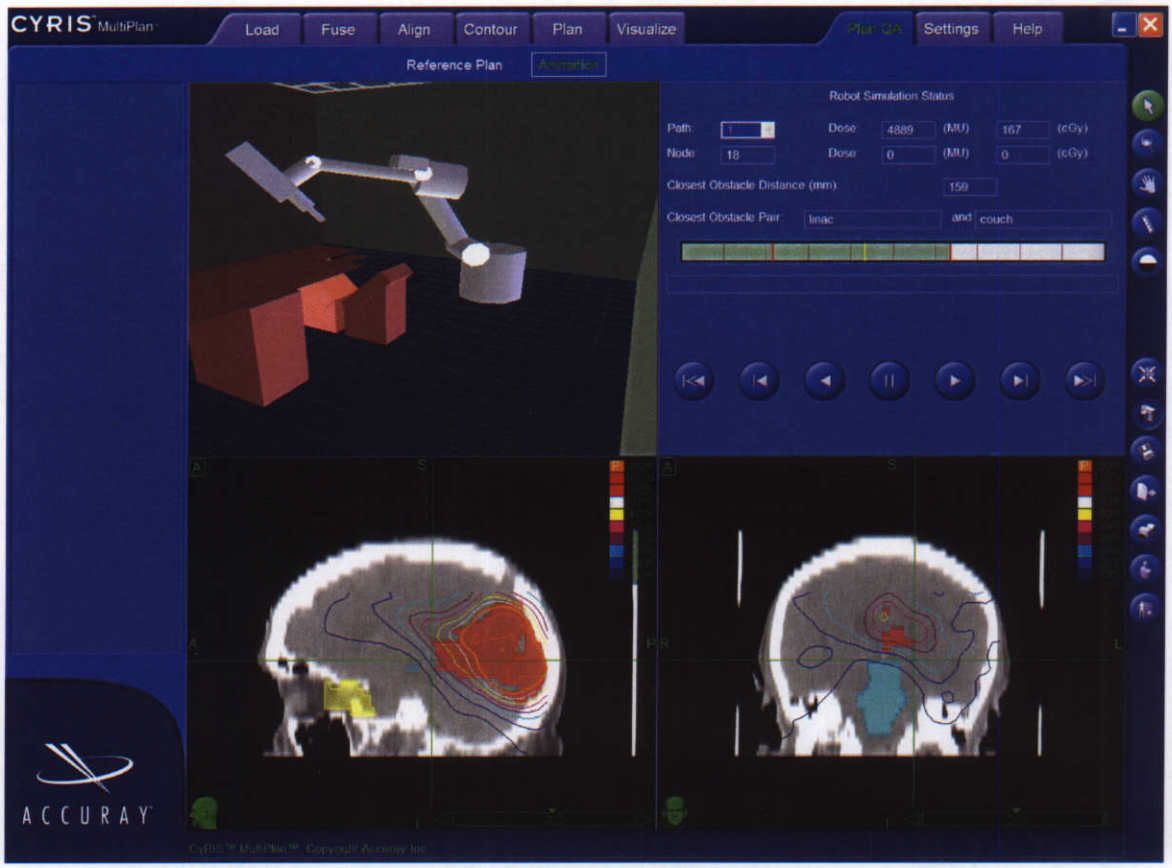

**Figure 59 Robot Animation**
*Figure 59 Robot Animation, page 87* shows the Animation step of the Plan QA task. The display view has the controls, the 3D animation and axial and coronal views of the patient.